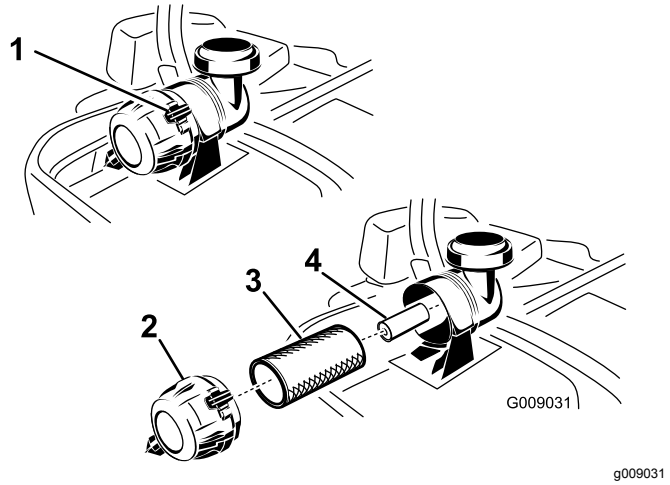

Figur 52
3. Skyv ned for å åpne låsene på luftrenserdekslet, og trekk luftrenserdekslet av luftrenserkroppen (Figur 52).
5. Skyv hovedfilteret forsiktig ut av luftrenserkroppen (Figur 52). Pass på at filteret ikke slår bort i luftrenserkroppen.
1. Rengjør ikke papirfilteret, erstatt det (Figur 52).
2. Hvis du skifter ut hjelpefilteret, skyv det forsiktig inn i filterkroppen (Figur 52).
3. Skyv hovedfilteret forsiktig inn over hjelpefilteret (Figur 52).
5. Monter luftrenserdekslet med ventilatorlokket ned og vri det slik at låsene låser dekslet på plass (Figur 52).